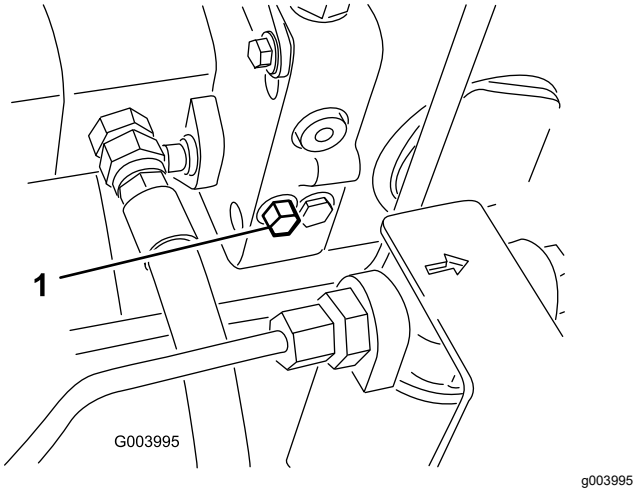

Figuur 92
1. Draai de bout van de omloopklep 1½ slag om deze te openen en de olie inwendig om te laten leiden (Figuur 92).